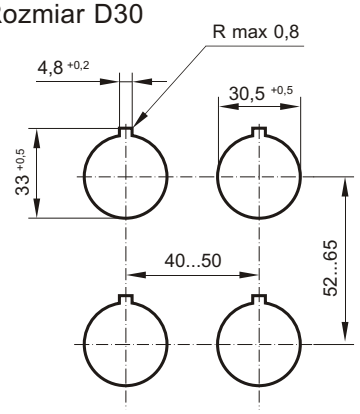

Rys.5 Rozstawienia otworów do mocowania łączników FS10
1. Rozłącznik 0-I, 3-torowy, wykonanie - 2.621- mocowany w otworze pulpitu rozmiaru D22 (rys. 5):